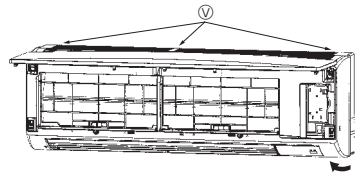
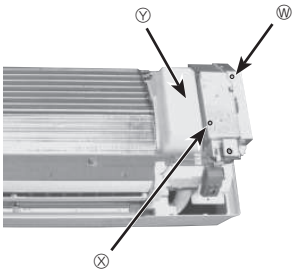

Fig. 6-3
Fig. 6-4
③ Défaire 3 crochets. (Fig. 6-3)
④ Maintenir la partie inférieure des 2 extrémités du panneau et la tirer légèrement vers vous, puis déposer le panneau en le poussant vers le haut.
⑤ Retirer les couvercles avant et latéral du boîtier électrique (1 vis pour chacun). (Fig. 6-4)
⑥ Retirer le dispositif d'arrêt de l'eau. (Fig. 6-4)